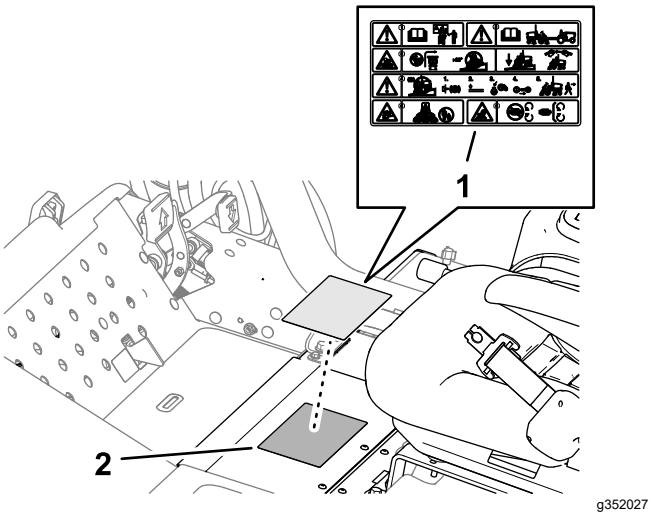

Figuur 23
1. Veeg de standaard waarschuwingssticker schoon met alcohol en laat het frame drogen (Figuur 23).
over de standaard waarschuwingssticker zoals getoond in Figuur 23.